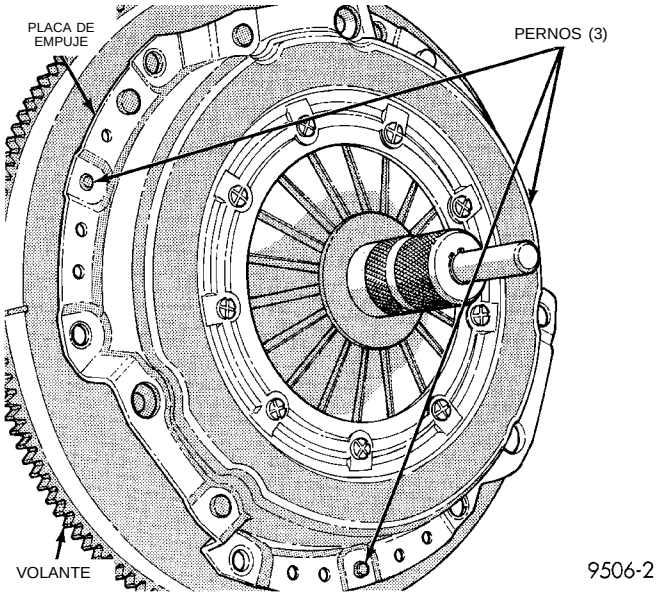

Fig. 7 Herramienta de alineación de disco de embrague
(1) Retire el transeje. Para informarse de los procedimientos, consulte el Grupo 21, Transeje manual.
(2) Marque la tapa del embrague y el volante con el fin de mantener su misma posición relativa al instalar el conjunto de embrague.
(3) Inserte la Herramienta de alineación de disco de embrague 6724 a través del mazo del disco de embrague para evitar que caiga y dañe el revestimiento (Fig. 7).